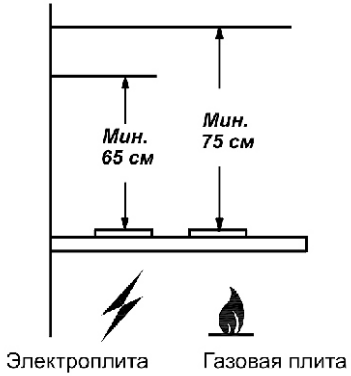

рис. 1
1.2 Вытяжку устанавливайте на высоте, как показано на рис. 1.
4.7 Устанавливайте вытяжку над плитой в соответствии с рис. 1.